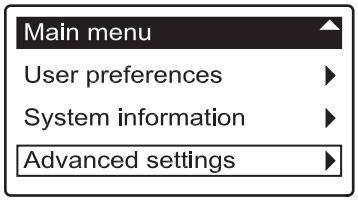

FIG. 61
2. Press the DOWN (▼) button to scroll through the menu options until **Advanced settings** is highlighted (See Figure 61).